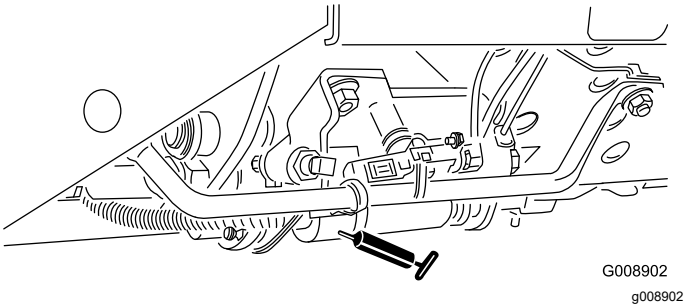

Figuur 53
- Schuif voor maaien/transport (Figuur 53)